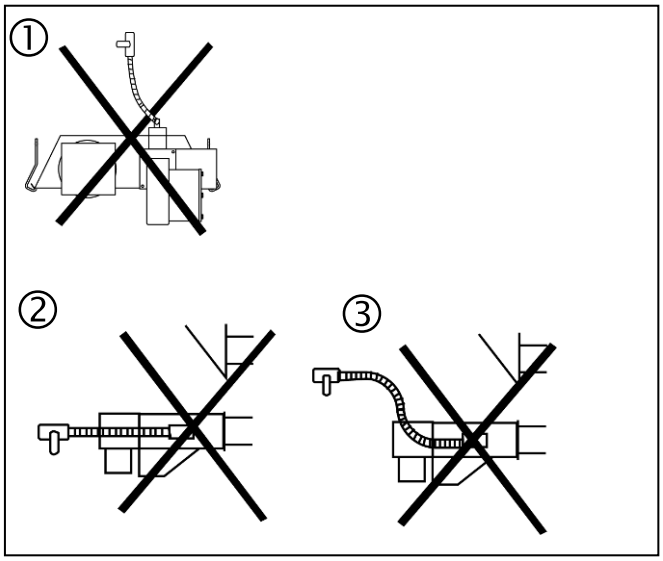

Abb. 32: Unzulässige Montage des Flexschlauches
- ⇨ Es ist **nicht zulässig**, den Flexschlauch wie in Abb. 32 [Bilder ① bis ③] zu montieren.